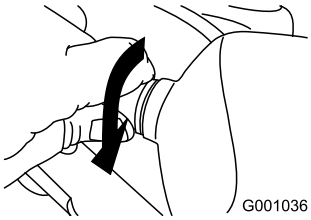

Figura 59
5. Girate in senso orario la base della lampadina, finché non è inserita perfettamente (Figura 59).